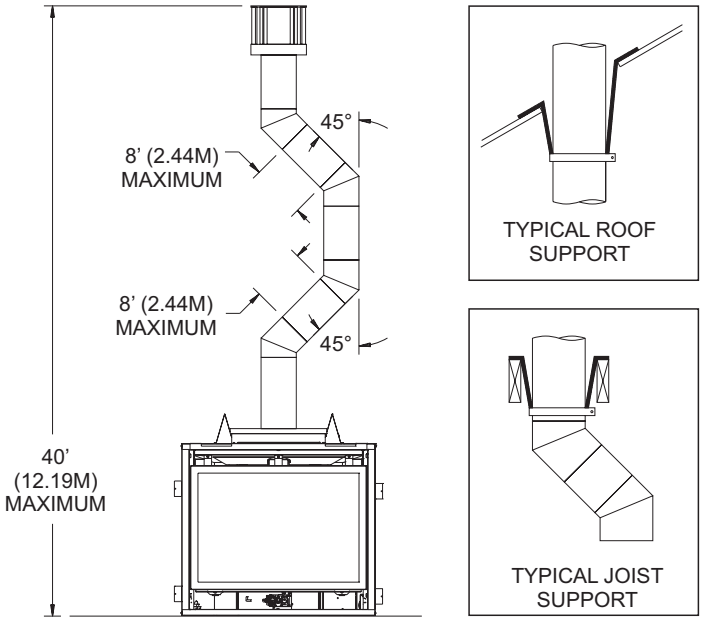

**Figure 62**
**Vertical Through the Roof Applications (Figure 62)**